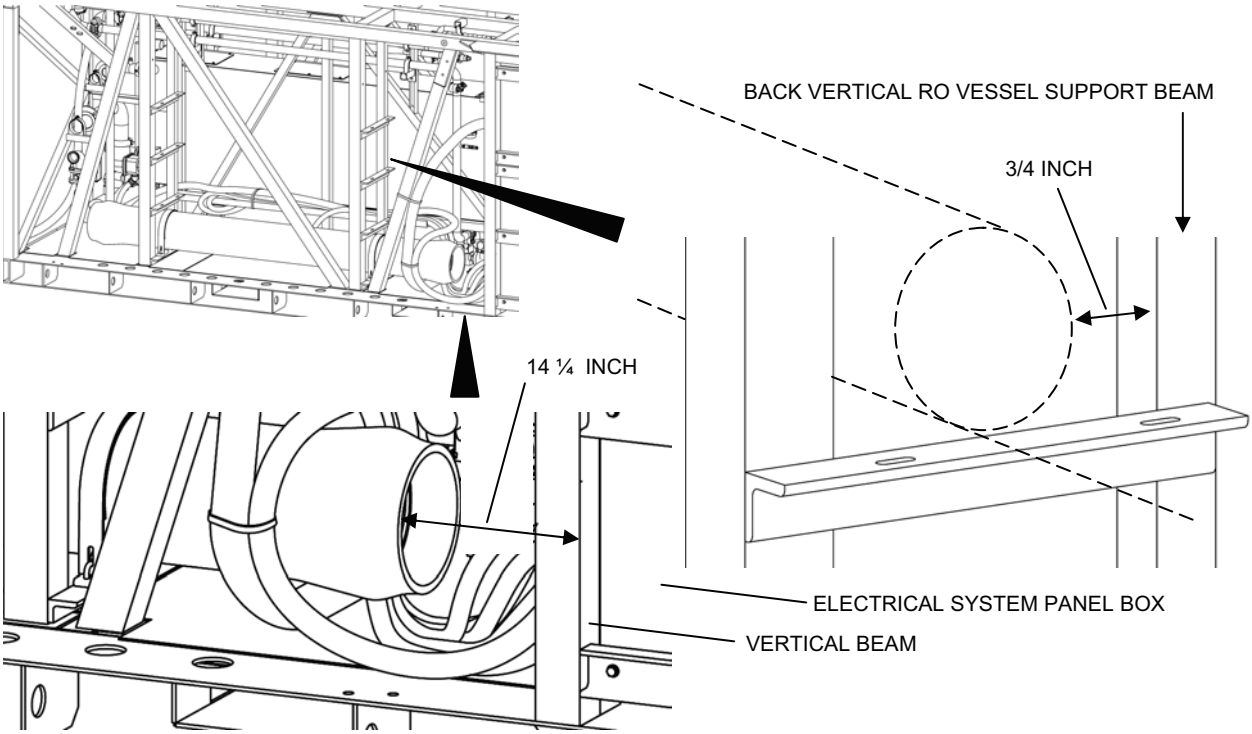

Figure 10. RO Vessel Positioning Dimensions.
1) The end of the vessel nearest the electrical system panel box must be 14¼ in. from the outside edge of the vertical beam next to the panel box (see Figure 10).
2) The back side of the vessel must be ¾ in. from the back vertical RO vessel support beam at both ends of the vessel (see Figure 10).